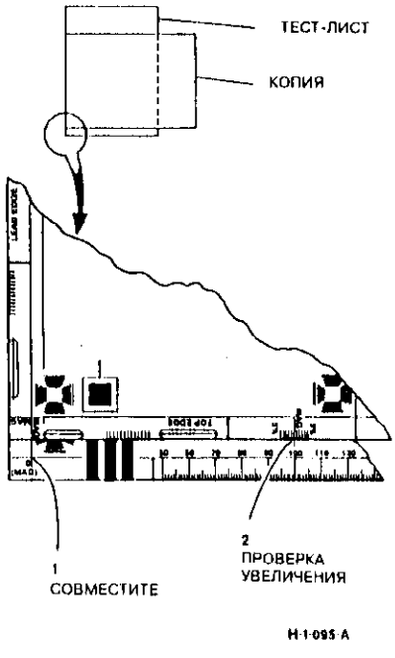

Рисунок 2. Проверка увеличения в направлении сканирования
4. **Проверка увеличения в направлении сканирования (50% - 141,4%):** (Рисунок 2) Положите пятую полученную копию поверх тест-листа и проверьте соответствие коэффициента увеличения/ уменьшения установленному допуску (см. таблицу 1). Если увеличение/уменьшение не соответствует техническим требованиям, выполните регулировку.